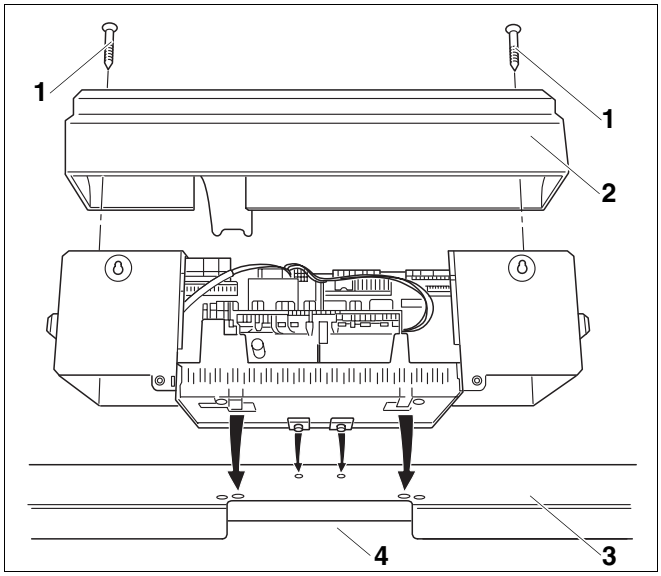

Afb. 74 Regeltoestel monteren
- Draai de beide schroeven (afb. 74, **pos. 1**) van de afdekkap voor de aansluitklemmen (afb. 74, **pos. 2**) los.
- Verwijder de afdekkap voor de aansluitklemmen (afb. 74, **pos. 2**) langs boven.
- Kantel het regeltoestel lichtjes naar voren en plaats het zo, dat de inschuifhaakjes vooraan in de ovale boringen passen. Schuif het regeltoestel naar voor en kantel het naar achteren, tot de beide elastische haakjes rechts en links vastklikken (pijlen - afb. 74).
- Leid de capillaire leiding door de kabeldoorgang (afb. 74, **pos. 4**) en rol ze op de benodigde lengte af.
- Schroef het regeltoestel achteraan rechts en links in de kabeldoorvoer (afb. 74, **pos. 4**) met twee schroeven vast op de voorste ketelafdekkap.